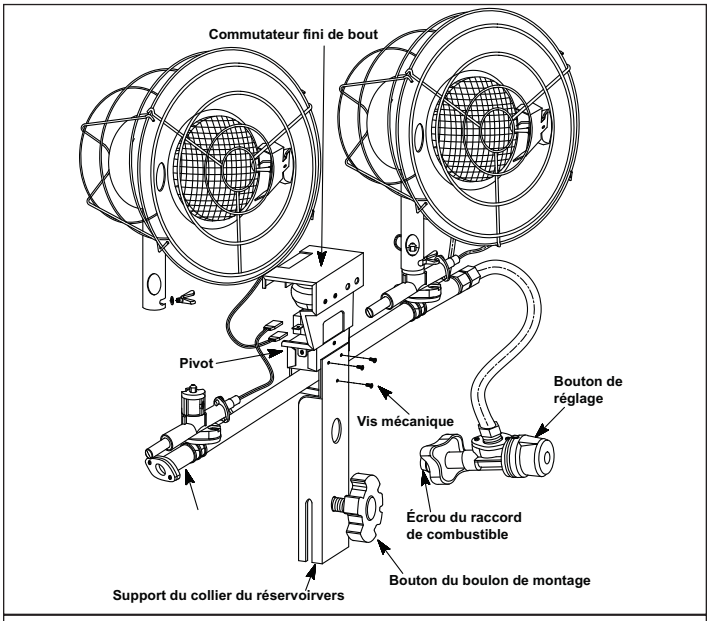

Figure 2. Vue en perspective du radiateur HS-32-TTC
1. Placer le support du collier de la bouteille sur la plaque du centre. S'assurer que le bouton du boulon de montage est dans la partie inférieure, comme l'illustre la Figure 2.